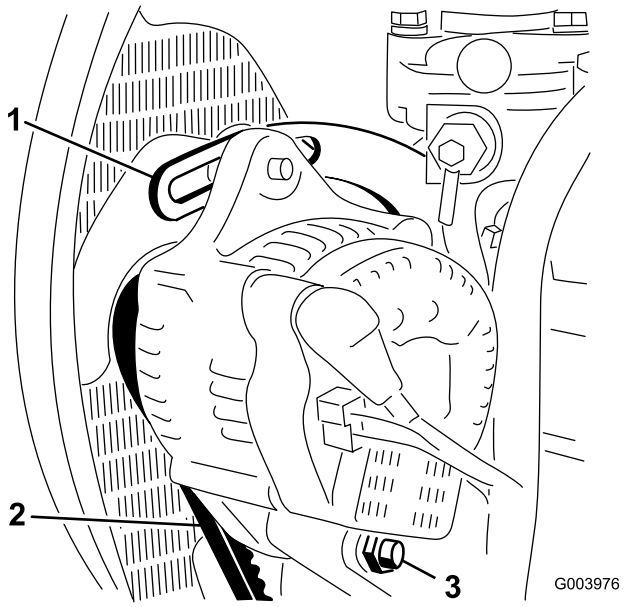

**Figuur 55**
2. Controleer de spanning van de riem van de wisselstroomdynamo door deze (Figuur 55) midden tussen de poelies van de wisselstroomdynamo en de krukas in te drukken met een kracht van 10 kg.
3. Draai de bout los waarmee de beugel is bevestigd aan de motor (Figuur 55), alsmede de bout waarmee de wisselstroomdynamo is bevestigd aan de beugel en de ankerbout.